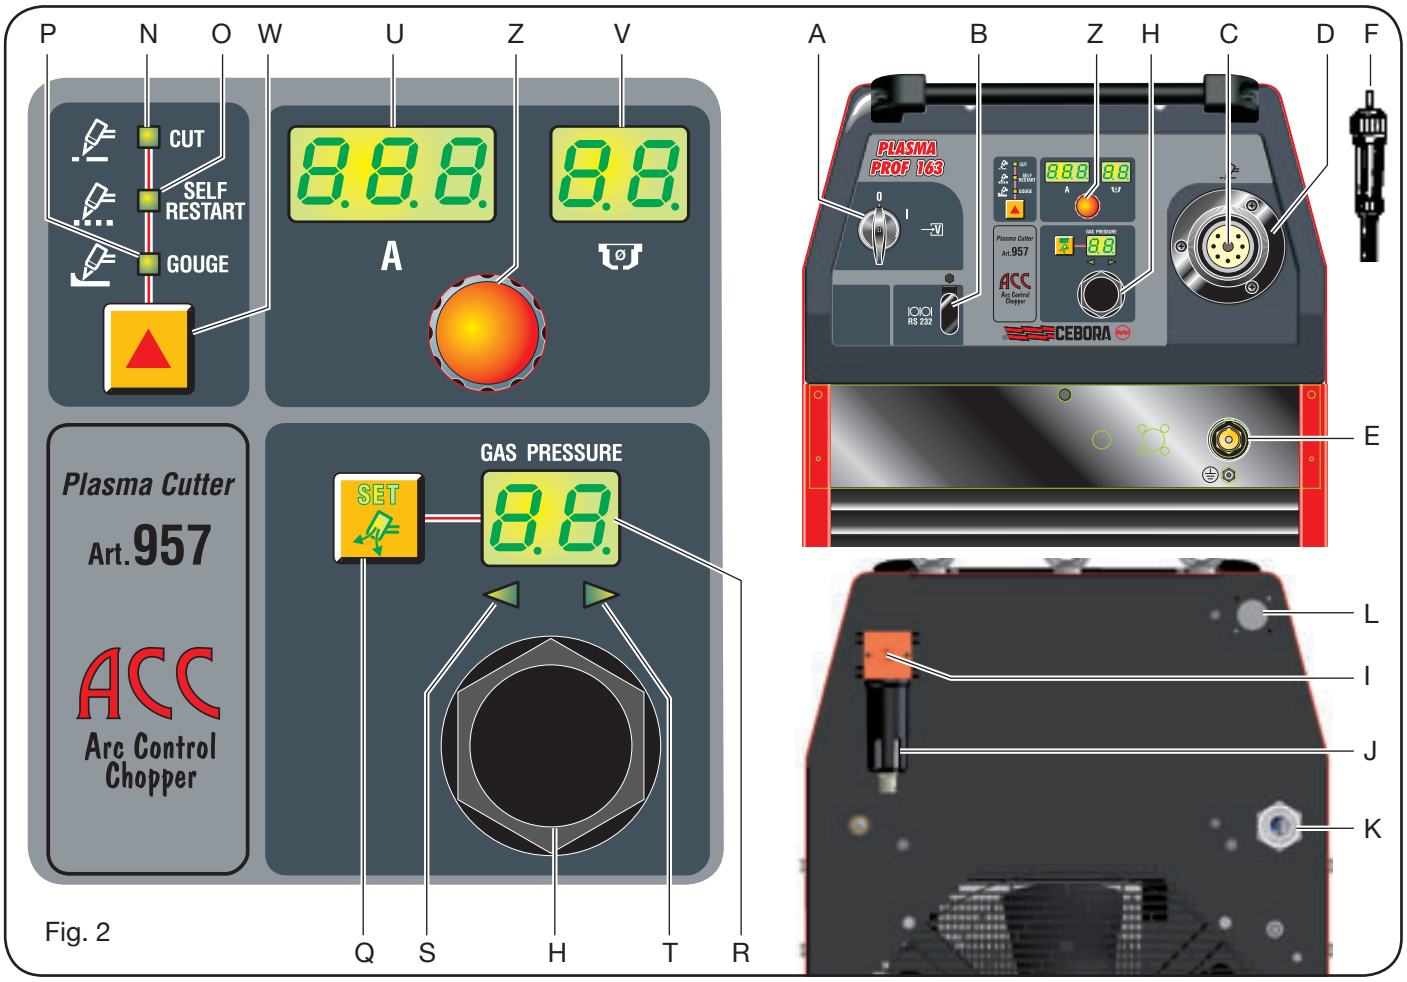

Fig. 2
2.2 BESKRIVNING AV APPARATEN (fig. 2)
b) Vid anslutning med stickkontakt ska denna ha en kapacitet i överensstämmelse med märkplåten. I detta fall ska stickkontakten användas för att koppla från apparaten helt från elnätet efter att strömbrytaren **A** har satts i läge “O” (fig. 2).
I följande beskrivningar hänvisas till fig. 2.